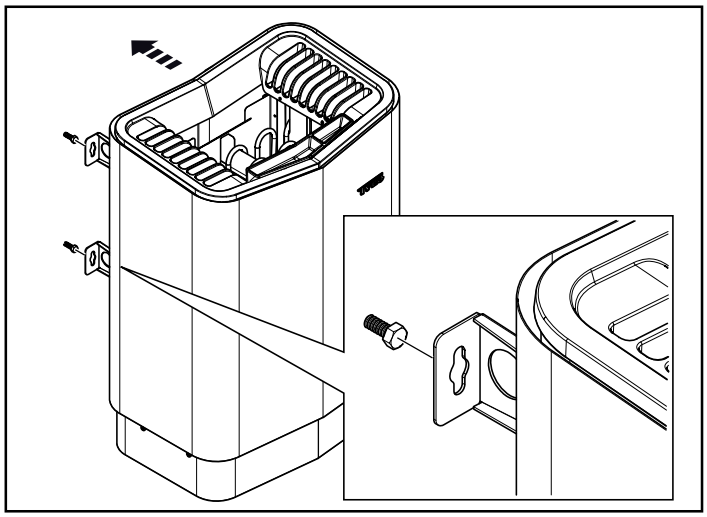

Abbildung 19: Hängen Sie die Heizung auf.
1. Hängen Sie die Heizung an den Schrauben auf (siehe Abb. 19).